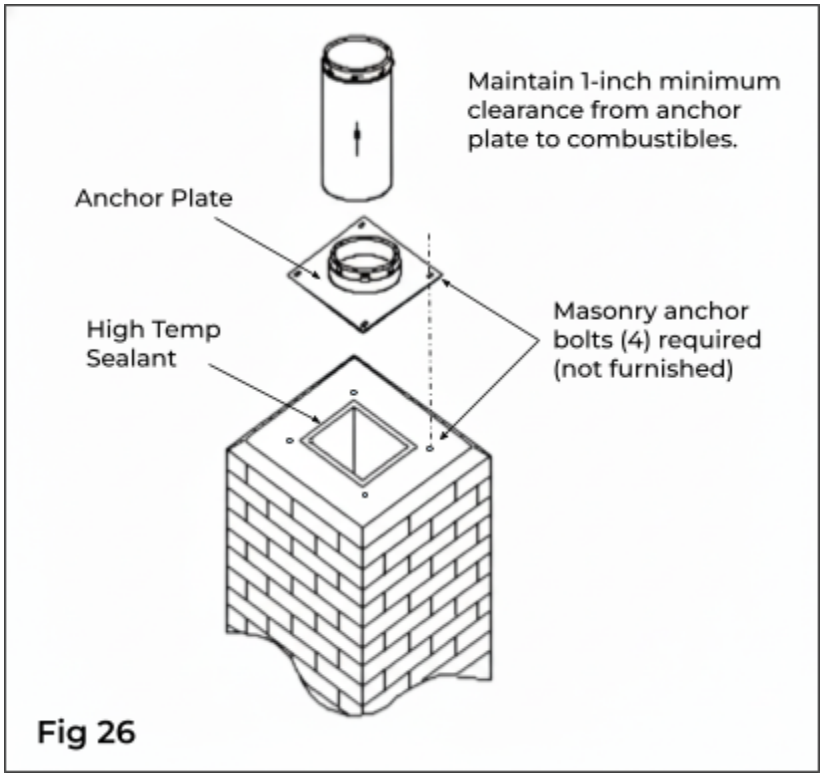

Fig 26
2. **Mount Anchor Plate:** Chimneys for masonry fireplaces begin with an Anchor Plate. Make sure the surface of the masonry chimney has a level surface on which to attach the Anchor Plate. If the top of the masonry does not have a level surface, then you will need to modify the masonry accordingly. Center the Anchor Plate over the masonry flue opening, and seal the Anchor Plate with a high-temperature (1000℉) sealant. Secure Anchor Plate with (4) ¼" x 2" masonry anchors (Fig 26). It is very important that the Anchor Plate is level. Be sure to maintain a 1" minimum clearance to combustibles from the Anchor Plate.